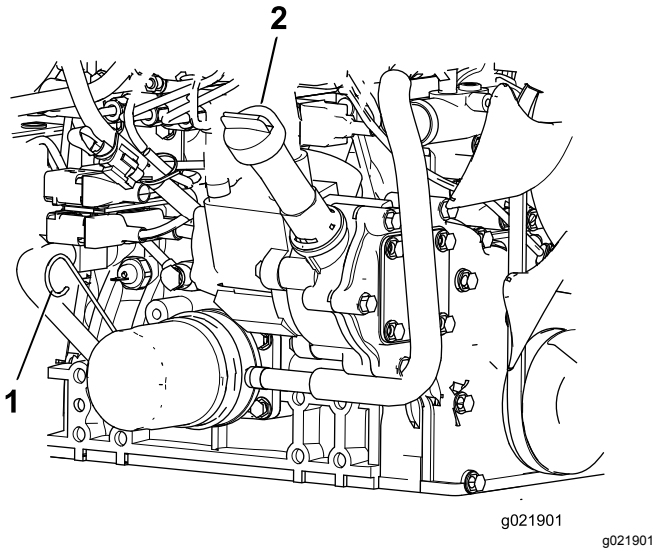

Figura 72
3. Retire a vareta, limpe-a, coloque-a no tubo e volte a retirá-la em seguida. O nível de óleo deve estar entre marca CHEIO e a marca ADICIONAR (Figura 72).
4. Se o nível de óleo estiver baixo, retire o tampão de enchimento e adicione óleo até que fique entre a marca CHEIO e a marca ADICIONAR (Figura 72).